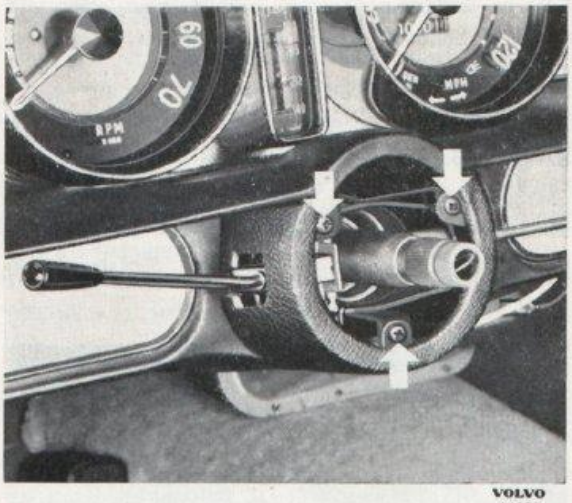

Bild 10-73. Demontering av omkopplarkåpa
2. Lossa skruvarna som håller fast kåpan över omkopplaren. Bild 10-73.